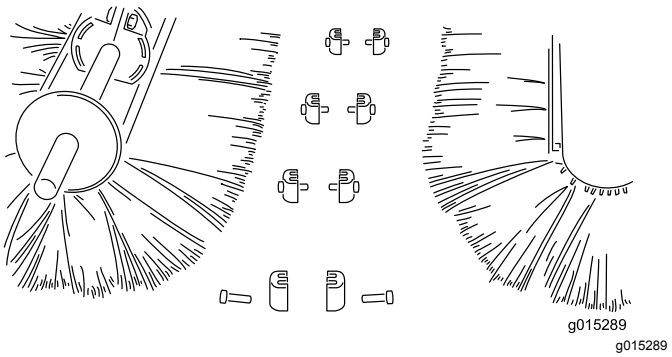

Figur 30
4. Skil børstens halvdele fra hinanden, og kasser den eller de beskadigede sektioner (Figur 30).